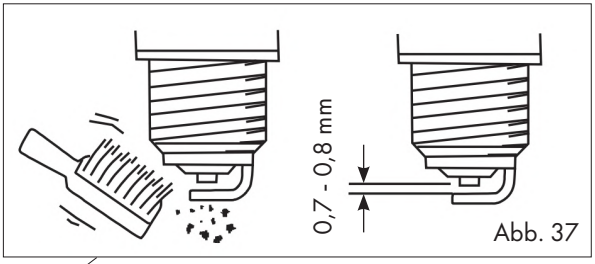

Abb. 37
- Prüfen sie den Elektrodenabstand und stellen Sie ggf. wieder auf den Sollwert von 0.7-0,8mm ein, Abb.37.